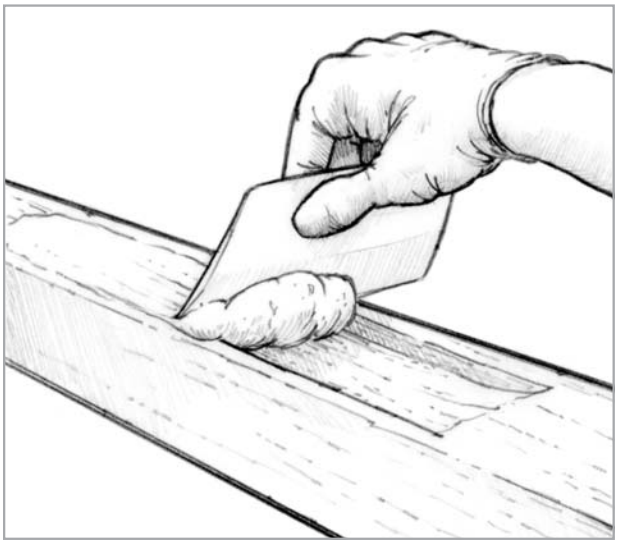

Figure 3-2 *Trowel thickened epoxy into smaller voids.*
3. Fill the cavity with epoxy thickened with a high-density (406,404 or 403) filler to a peanut butter consistency. Trowel the mixture into the void with a plastic spreader or mixing stick *(Figure 3-2)*. Smooth the mixture flush with the surface and remove any excess before the mixture begins to cure.